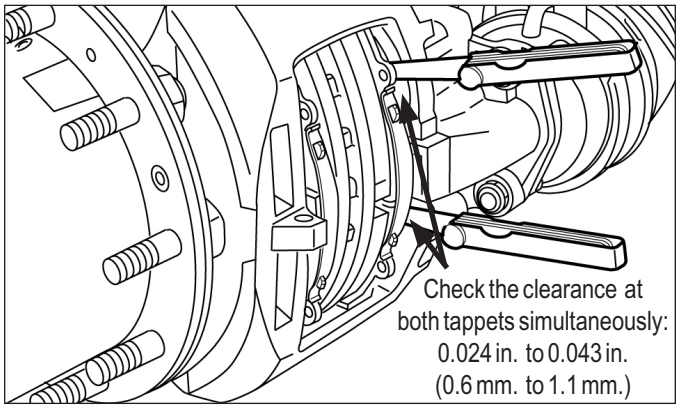

Figure 16 – Running Clearance Check
Remove the wheel. With the spring brakes released or caged, push the caliper assembly inboard on its guide pins. *Note: To fully release the spring brakes, ensure that the air system pressure is at least 90 psi.* Using a suitable tool (for example a large flat-blade screwdriver), press the inboard pad (12) away from the tappets. Check that there is no dirt, etc. in the gap, and clean if necessary. Then use two long-blade feeler gauges to measure – over the whole tappet surface – the gap between them and the inboard pad backplate. *(See Figure 16.)* The gap should be between 0.024 in. (0.6 mm) and 0.043 in. (1.1 mm). **If the gap is within the range given, the test is complete.**